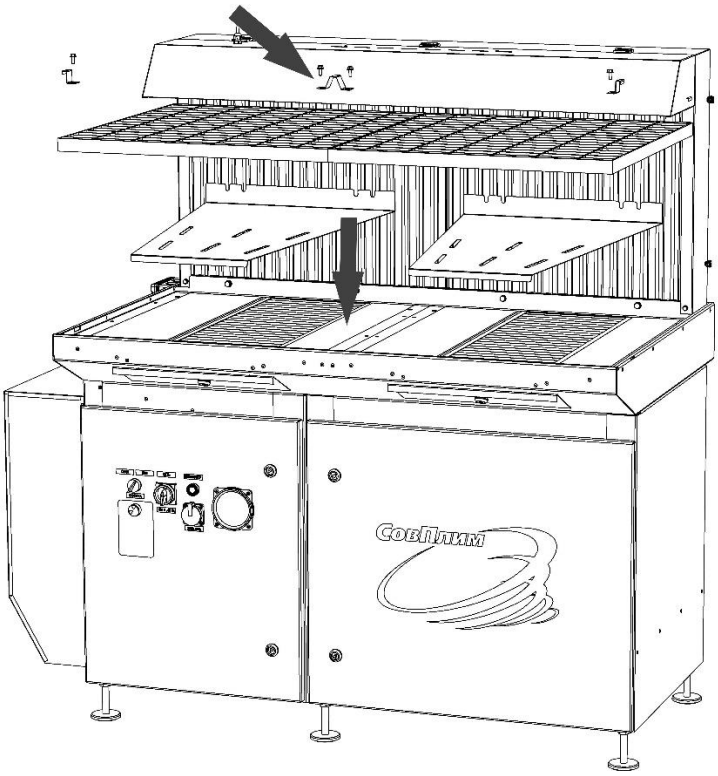

Рисунок 9
5.3.5 Установить на столешницу обтекатели и колосниковые решётки, закрепить кронштейнами и болтами М6х16 (рисунок 9).